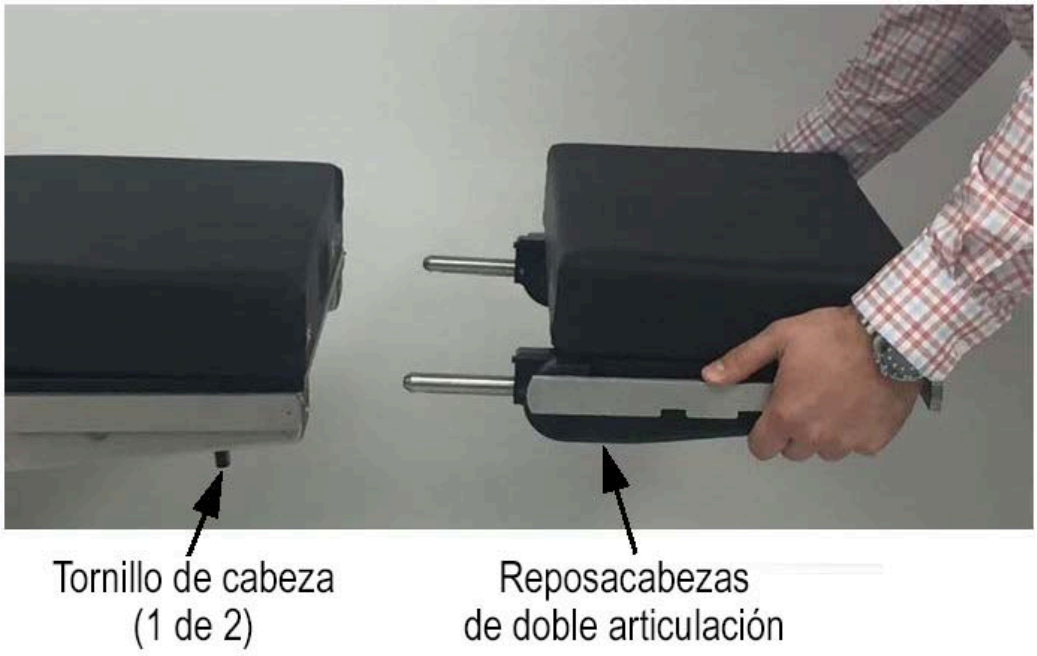

Figura 4-9. Instalación del reposacabezas
1. **Afloje completamente ambos tornillos de bloqueo ubicados en el borde inferior del marco posterior (consulte *Figura 4-9*).**